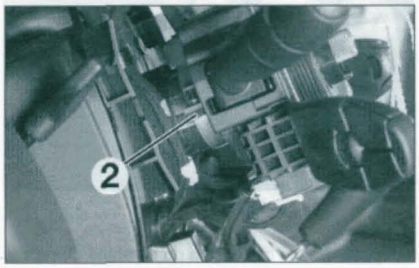

FIGURE 9-5
- Desserrer la vis de fixation (2) du contacteur tournant **(figure 9-5)**.